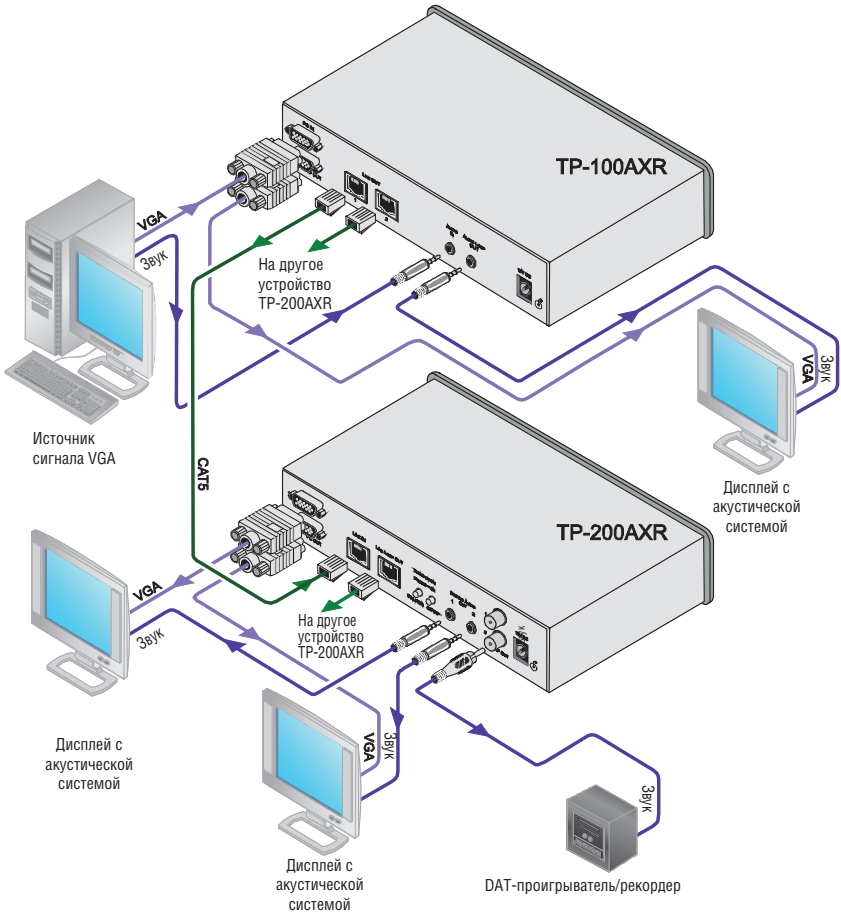

Рис. 3. Подсоединение приемо-передающей системы VGA/аудиосигнала
Чтобы соединить передатчик сигнала VGA/аудиосигнала в витую пару **TP-100AXR** с приемником сигнала VGA/аудиосигнала из витой пары **TP-200AXR** в соответствии с примером, показанным на рис. 3, действуйте в следующем порядке (предварительно выключив всю аппаратуру):
4. Подсоедините сетевой адаптер 12 В постоянного тока к розеткам электропитания (приборы должны быть выключены) на обоих приборах **TP-100AXR** и **TP-200AXR**, а вход адаптера — к электросети (на рис. 3 не показан). Действуя иначе, можно подать электропитание только на одно устройство.